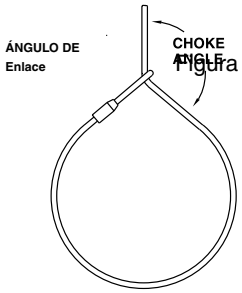

Figura 1
1. El ojo de la eslinga debe estar en posición enlazada (alrededor del cable vivo) Las aplicaciones de enlace deben cumplir con los requisitos de ASME B30.9 Eslingas. Instale el enlace para lograr un ángulo de enlace mínimo de 120 grados (Ver Figura 1). Consulte la norma ASME B30.9 para disminuir la capacidad de la eslinga si el ángulo de enlace es mayor que 120 grados.